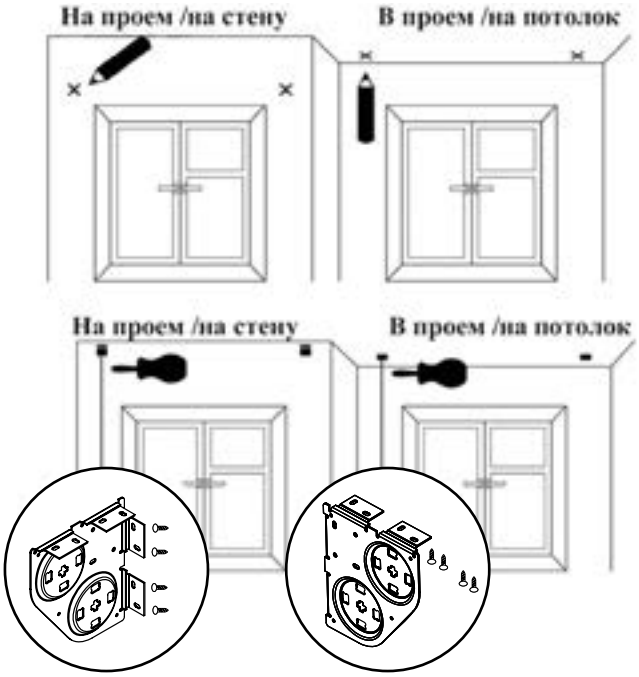

Рис. 1.
1. Разметить предполагаемые места крепления кронштейнов (Рис. 1), расстояние между которыми зависит от типа размеров в заявке: